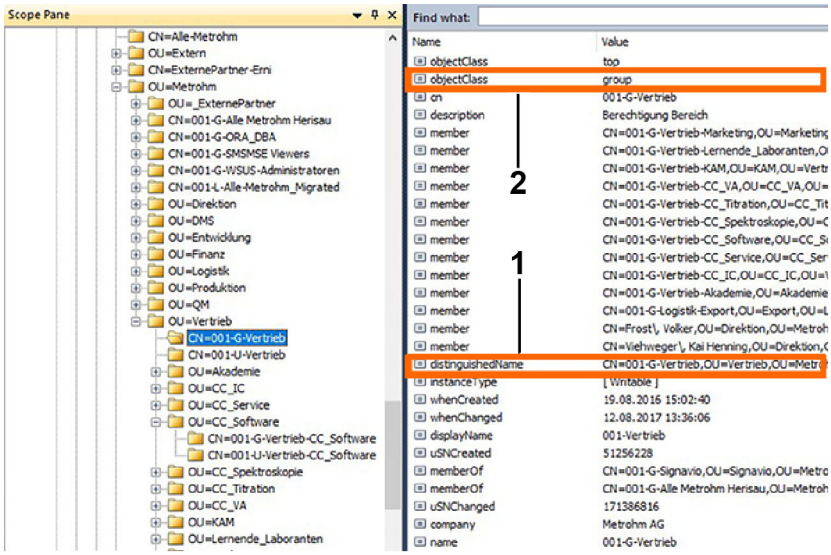

*Figura 1 Exemplo para Navegador LDAP*
O grupo de sincronização selecionado *(ver figura 1, página 26)* deve ser o **grupo pai**. Todos os grupos atribuídos posteriormente *(ver figura 1, página 26)* devem ser incluídos como subgrupos **filhos** do grupo de sincronização selecionado.
- Procurar no **navegador LDAP** pelo grupo de usuários a ser conectado *(ver figura 1, página 26)*.